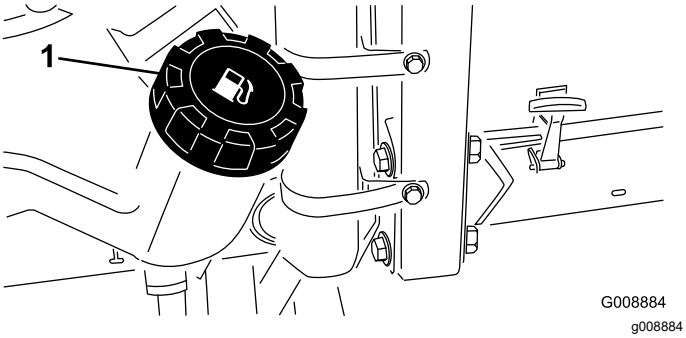

Figuur 27
2. Maak de omgeving van de dop van de brandstoftank schoon (Figuur 27).